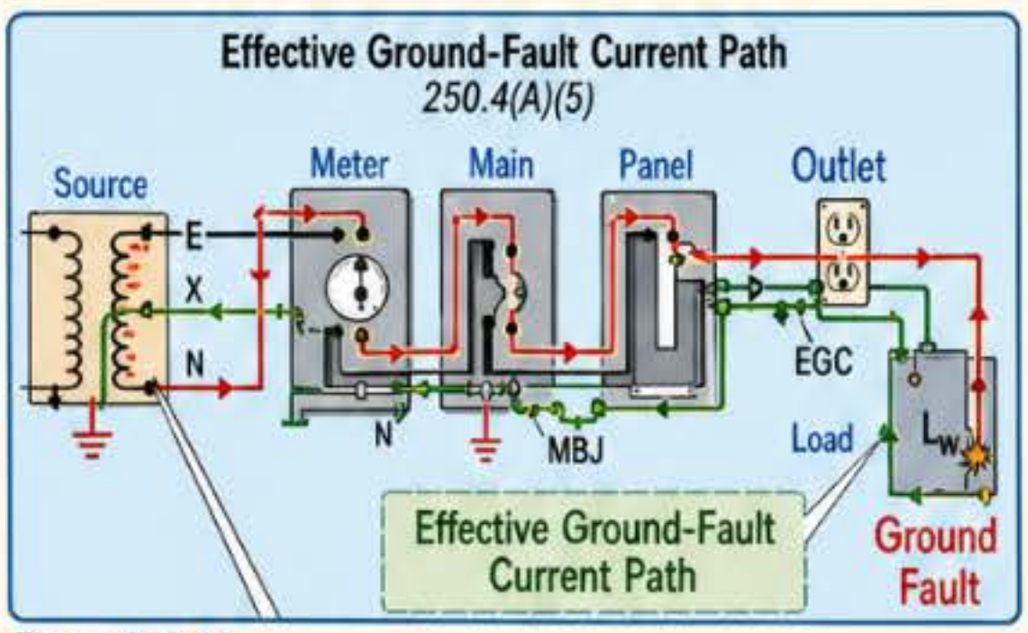

Figure 250-13
(5) Effective Ground-Fault Current Path. Metal parts of electrical raceways, cables, enclosures, or equipment must be bonded together and to the supply source in a manner that creates a low-impedance path for ground-fault current facilitating the opening of the circuit overcurrent protective device. ▶Figure 250-13 and ▶Figure 250-14